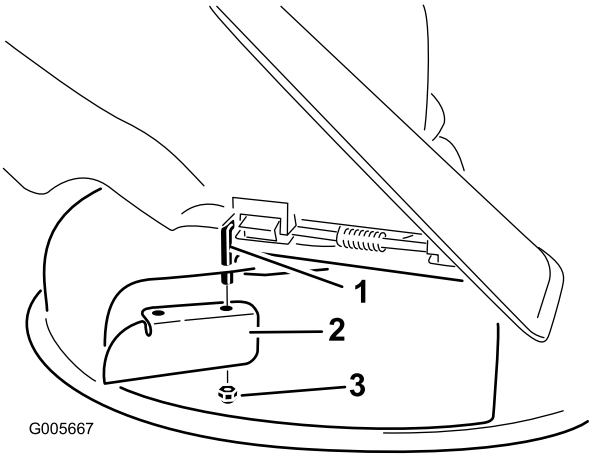

Figuur 26
7. Monteer de keerplaat op de draaistang (Figuur 26).
3. Verwijder de keerplaat van het maaidek (Figuur 26).